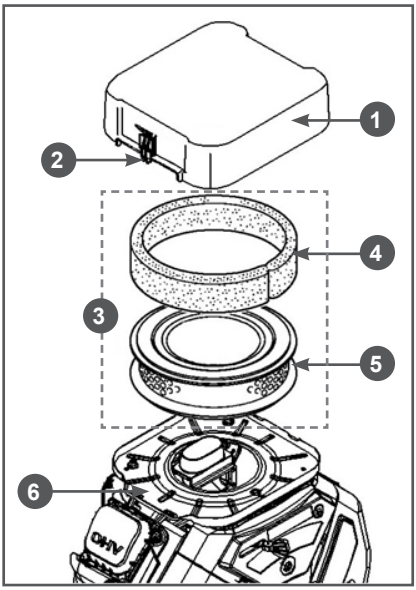

Рис. 12 Обслуживание воздушного фильтра G760HKE
1. Отстегните защелки 2 и снимите крышку 1 воздушного фильтра (Рис. 12).
2. Извлеките воздушный фильтр 3 в сборе (Рис. 12).
3. Проверьте целостность и чистоту фильтрующих элементов. Поролоновый (предварительный) фильтрующий элемент 4 установлен на корпусе бумажного фильтрующего элемента 5 (Рис. 12).